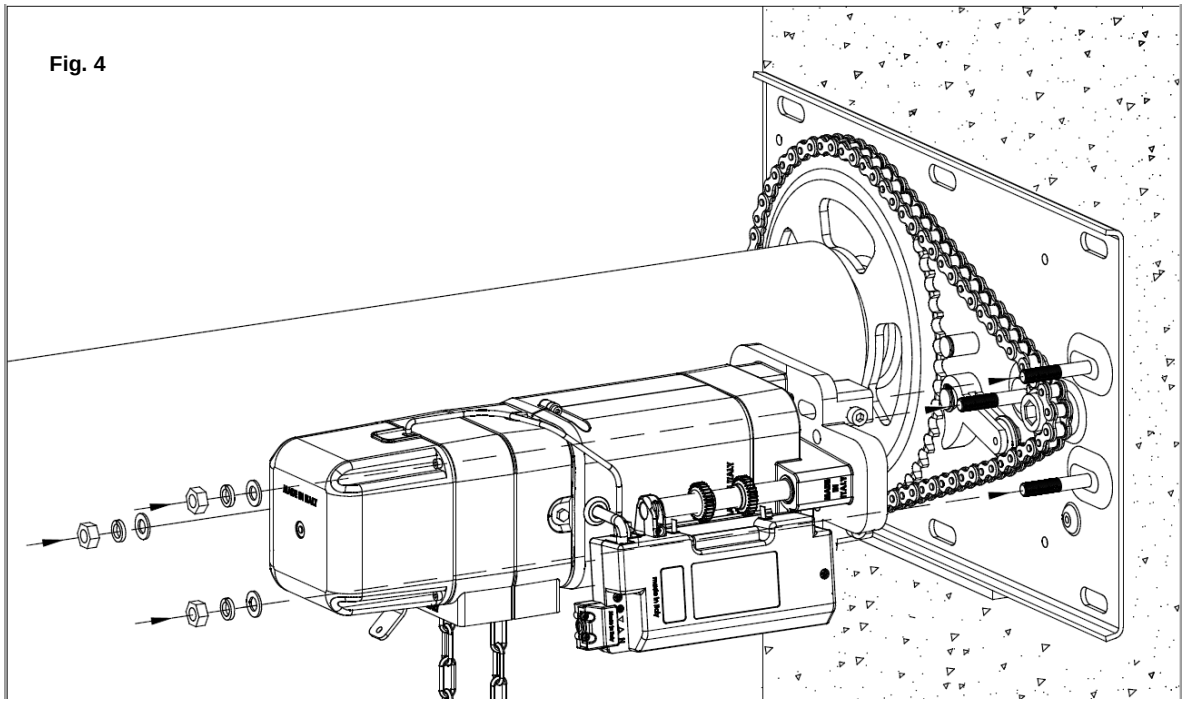
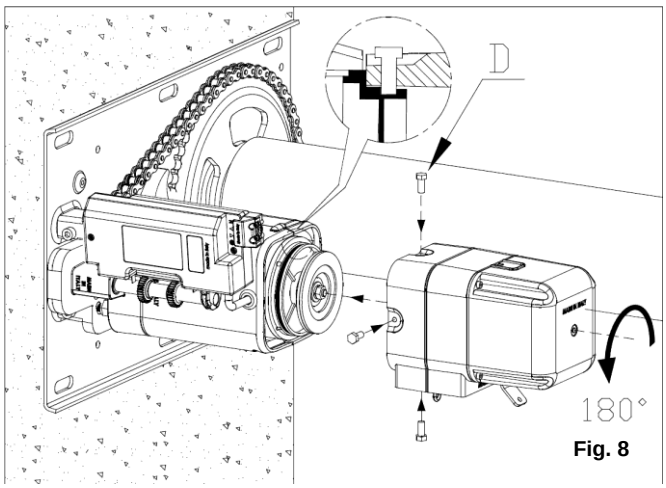

Fig. 4
Fig. 8
Il motoriduttore fornito è configurato per un installazione a destra della serranda vista dall'interno. Il sistema è comunque predisposto per essere installato sia a destra che a sinistra come mostrato in figura 8 e 9. Dopo aver fissato l'asse di avvolgimento, procedere al montaggio del motoriduttore sulla staffa di trasmissione facendo combaciare i tre perni con le rispettive sedi del riduttore (vedi fig.4). A questo punto spingere il motore a battuta sulla staffa, facendo incastrare l'albero esagonale di trascinamento nella sede del pignone dentato. Serrare il motoriduttore mediante i tre dadi M10.
The gearmotor provided is configured for installation to the right of the shutter seen from inside. However the system is arranged to be installed on both right and left as shown in Fig. 8 and 9. After fixing the winding shaft, assemble the motor on the bracket transmission by matching the three pins with the respective locations of the gear unit (see Figure 4). At this point push the stop bracket on the engine, fitting the trap hex drive shaft in the seat of the toothed pinion. Tighten the gearmotor using the three M10 nuts.
Le motoréducteur fourni est configuré pour une installation à droite du volet, vue de l'intérieur. Cependant, le système est prédisposé pour être installé à droite et à gauche, comme illustré sur les figures 8 et 9. Après la fixation de l'arbre d'enroulement, procéder au montage du motoréducteur sur le support de transmission, en faisant correspondre les trois broches avec les logements respectifs du réducteur (voir la figure 4). À ce stade, pousser le moteur sur la butée du support, en encastrant l'arbre d'entraînement hexagonal dans le logement du pignon cranté. Serrer le motoréducteur par le biais des trois écrous M10.
El motorreductor entregado está configurado para una instalación a la derecha del cierre enrollable, visto desde el interior. El sistema, en todo caso, está preajustado para su instalación tanto a la derecha como a la izquierda, según se muestra en las fig. 8 y 9. Después de haber fijado el eje de enrollado, efectuar el montaje del motorreductor sobre el estribo de transmisión, de modo que los tres pernos coincidan con los correspondientes alojamientos del reductor (ver fig.4). Hecho esto, empujar el motor hasta que haga tope en el estribo, de modo que el eje hexagonal de arrastre encaje en el asiento del piñón dentado. Apretar el motorreductor mediante las tres tuercas M10.
EN - For the configuration on the left of the gear motor, proceed as follows: Unscrew the 4 screws (D) shown in Figure 8 to release the electric brake assembly. Rotate the brake assembly 180 ° rotation in such a way that the chain, used for the manual operation, is facing perpendicularly downward. At this point push the brake assembly to overcome the resistance of the internal spring and proceed to tighten the 4 screws that were previously loosened. **Caution:** verify that the 4 screws fit properly into the groove of the electric motor as shown in the Figure 8 detail. This operation is essential for the proper functioning of the electric brake assembly.
FR - Pour la configuration à gauche du motoréducteur, procéder comme suit : dévisser les 4 vis (D) représentées sur la figure 8 pour libérer le groupe du frein électrique. Effectuer la rotation à 180° du groupe frein afin que la chaîne, utilisée pour la manœuvre manuelle, soit dirigée perpendiculairement vers le bas. À ce stade, pousser le groupe frein pour vaincre la résistance du ressort interne et serrer les 4 vis précédemment desserrées. **Attention :** vérifier que les 4 vis s'insèrent correctement dans la rainure du moteur électrique comme indiqué dans le détail de la figure 8. Cette opération est indispensable pour le bon fonctionnement du groupe du frein électrique.